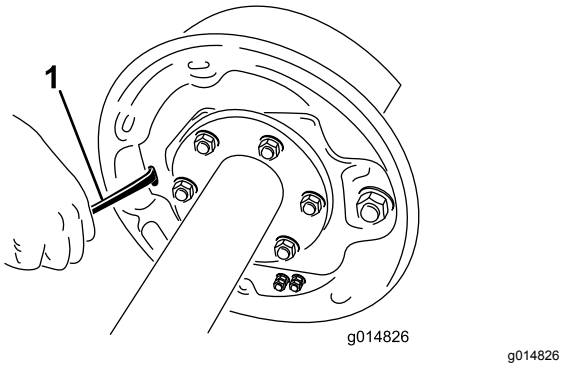

Figur 63
4. Vrid om stjärnhjulet på justeringsenheten med hjälp av en skruvmejsel för att expandera bromsskorna (Figur 63).